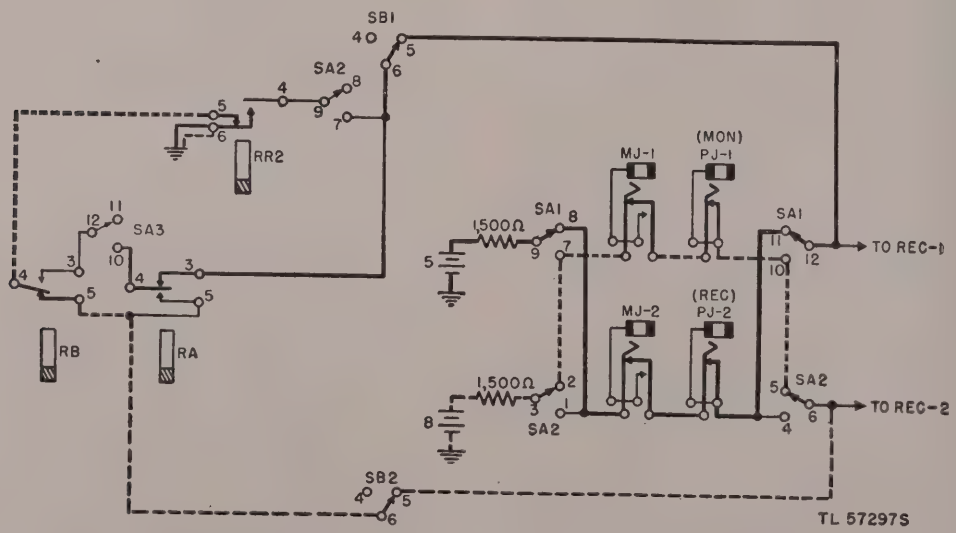

Figure 58. Reperforator lock-out circuit, split single operation.
b. Split Single Operation (fig. 58). With switch SB at SINGLE and switch SA at SPLIT, switch SA interchanges the monitor (upper) typing reperforator and the receiving (lower) typing reperforator (pars. 103 and 104), and disables the receiving reperforator lock at contacts SA2–7 and SA3–10.
(1) The receiving lock-out for circuit No. 1 having been disabled at SA2–7 and SA3–10, the receiving (lower) typing reperforator, under control of receiving relay REC–1, records both the sent and received messages on circuit No. 1. (Figure 58, heavy line, shows the disabled lock-out for the receiving typing reperforator.)
(2) The monitor (upper) typing reperforator, acting as the receiving typing reperforator for circuit No. 2, records only the received messages. The lock-out circuit, similar to the lock-out circuits described in *a* above, is shown in dotted line, figure 58. When relay RB is nonoperated the lock-out is disabled at RB–4/5, permitting received messages to be recorded on the upper typing reperforator.